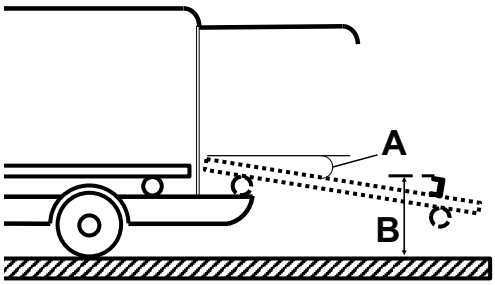

Figura 14 – Especificações da placa de fixação e do tabuleiro de carregamento
- O ângulo (A) do tabuleiro de carregamento não excede os 16° (Figura 14)
- A altura (B) do topo de placa de fixação ao solo está entre 28,0” (71,1 cm) e 29,4” (74,7 cm) (Figura 14)